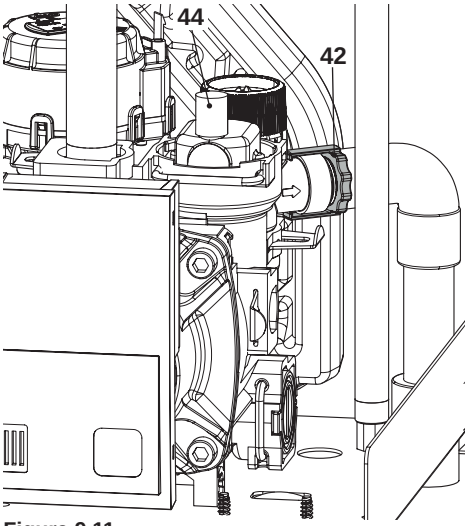

Figura 9.11
- Svitare in senso antiorario il raccordo 42 della valvola di sicurezza che funge anche da scarico in Figura 9.11.
- Per facilitare lo svuotamento, svitare il tappo 44 della valvola di sfiato automatica in Figura 9.11.